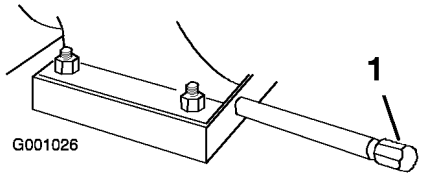

Figur 50
1. Gör rent omkring oljeurtappningslocket (Figur 50).